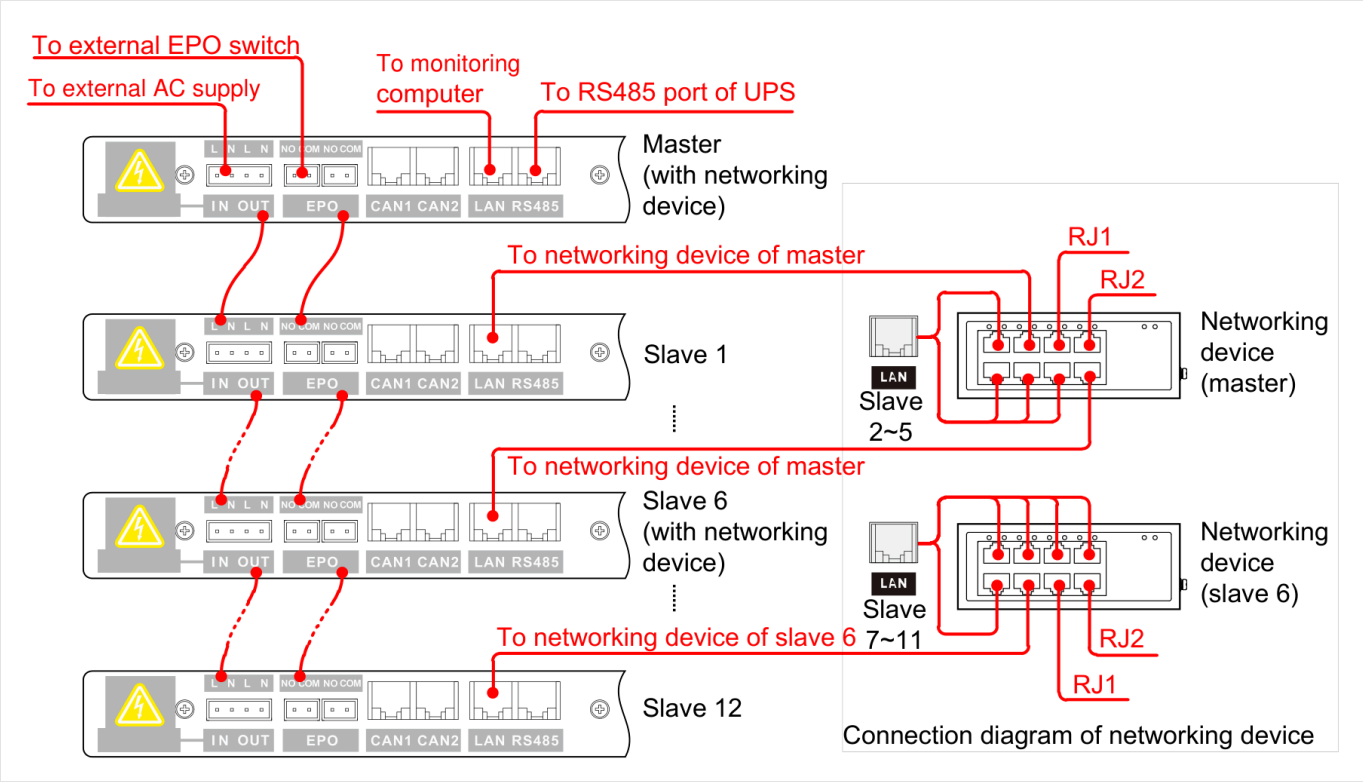

FIGURA 3-42 Collegamenti da 8 a 13 armadi
3. **Rete:** la porta LAN di ogni slave al dispositivo di rete del master (fino a 7 armadi). Da 8 a 13 armadi, gli slave da 7 a 11 e il 12 vanno al dispositivo di rete dello slave 6, collegato al dispositivo del master (Figura 3-42).